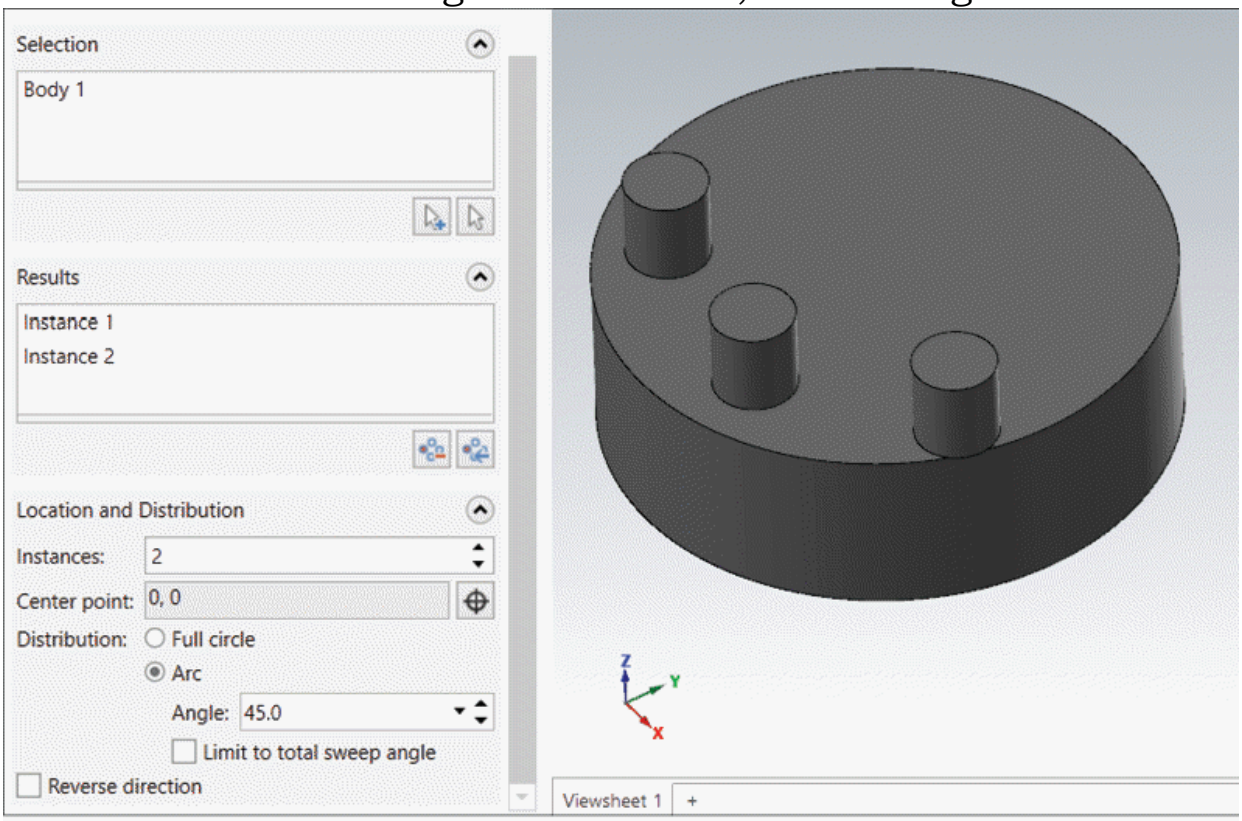

Figure-42. Preview of pattern
- Select the face of desired feature to be patterned and click on the **OK** button from the dialog box. Preview of pattern will be displayed; refer to Figure-42.